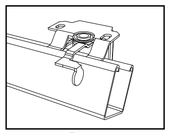

Figure 1
(1). Gently align shade and headrail with both brackets. Slide forward onto brackets. (see figure 1)